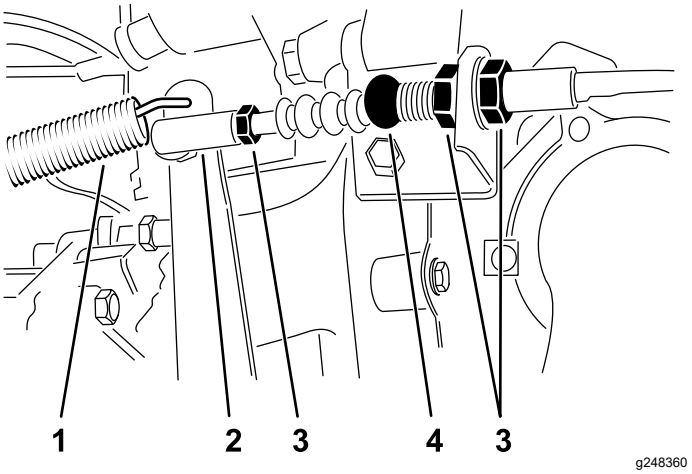

Figur 64
1. Løsne på låsemutterne som fester clutchkabelen til braketten på klokkehuset (Figur 64).